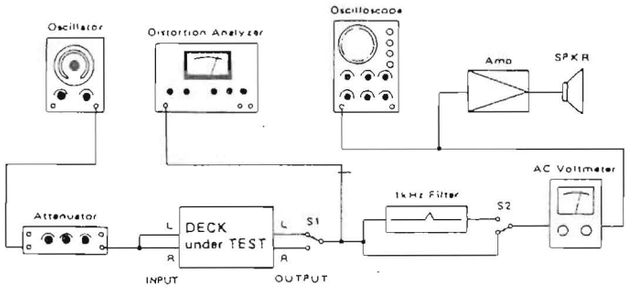
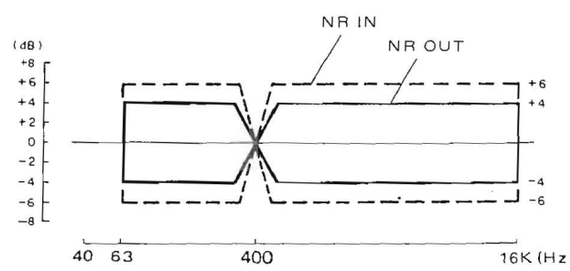

Fig. 6-8 Basic Test Setup
Fig. 6-12 Overall Frequency Response
| 4. Minimum INPUT level最小入力レベル | Connection (接続) : Fig. 6-8INPUT cont. : Max. | INPUT (Rear, RCA)400 Hz／−18 dBV(126 mV) | Check | OUTPUT (RCA pin jack) :−10 dBV±3 dB (224 m ~ 447 mV) |
| 11. Front input | Connection (接続) : Fig. 6-8REC／PAUSE mode | INPUT (Front, RCA) :400 Hz／−10 dBV(316 mV) | Check | OUTPUT (RCA pin jack) :−10 dBV±1 dB (0.355 V ~ 0.282 V) |
| 12. Bias-1バイアス-1 | Connection (接続) : Fig. 6-8 | INPUT (REAR, RCA)400 Hz, 10 kHz/−40 dBV (10.0 mV) | R101/R201(Fig. 6-1) | OUTPUT (RCA pin jack) :Equal output level (record then Reproduce) between for 400 Hz and 10 kHz.400 Hz と 10 kHz の録再出力が等しくなること。 |
| 14. Rec bias録音バイアス | Connection (接続) : Fig. 6-8 | INPUT (REAR, RCA)6.3 kHz/−40 dBV(10.0 mV)Adjusting point :Fig. 6-1 | Turn bias adjust pot (s) CCW and adjust the pot CW carefully. Set the pot at position which develops a value shown below after rec/repro output passes a peak level.調整するボリュームを一旦左に回しておいてから徐々に右に回す。録再出力がピークを過ぎて下記のレベルだけ下がる点にセットする。 | |
| 15. Rec level-1録音レベル-1 | Connection (接続) : Fig. 6-8Test tape :MTT-5511 NORMAL | INPUT (REAR, RCA)400 Hz/−10 dBV(316 mV)Adjusting point :Fig. 6-1 | R107/R207 | OUTPUT (RCA pin jack) :−10 dBV (316 mV) |
| 16. Rec EQ録音イコライザ | Connection (接続) : Fig. 6-8Test tape :MTT-5511 NORMAL | INPUT (REAR, RCA)400 Hz, 10 kHz/−10 dBV (316 mV)Adjusting point :Fig. 6-1 | R104/R204 | OUTPUT (RCA pin jack) :Adjust to obtain same output level at 10kHz and 400Hz.10 kHz 出力が 400 Hz 出力と同じになるよう調整する。 |
| 18. Rec level-2録音レベル-2 | Connection (接続) : Fig. 6-8Test tapes : same item 15. | INPUT (REAR, RCA)400 Hz/−10 dBV(316 mV) | Check | OUTPUT (RCA pin jack) :All tapes. DOLBY NR IN/OUT−12 dBV to −8 dBV(251 mV to 398 mV) |
| 19. Total harmonic distortion総合歪率 | Connection (接続) : Fig. 6-8Test tapes : same as aboveDOLBY NR : OUT | INPUT (REAR, RCA)400 Hz/−10 dBV(316 mV) | Check | OUTPUT (RCA pin jack) :2.0% or less for all tapes.各テープで2.0%以下 |
| 20. Overall frequency録再周波数特性 | Connection (接続) : Fig. 6-8DOLBY NR : OUT and IN | INPUT (REAR, RCA)400 Hz~16 kHz/−40 dBV (10.0 mV) | Check | OUTPUT (RCA pin jack) :Specification : Fig. 6-12 |
| 21. Bias leakageバイアス漏れ | Connection (接続) : Fig. 6-8 | No signal無信号 | U104/U204(Fig. 6-2) | OUTPUT (RCA pin jack) :Minimum bias leakageバイアス漏れ最小Spec. : −40 dBV (10.0 mV) or less |
| | Connection (接続) : Fig. 6-8OSC switch : OFFDOLBY NR : OUTTest tapes :same as item 16 | INPUT (REAR, RCA)400 Hz~16 kHz/−40 dBV (10.0 mV) | Check | OUTPUT (RCA pin jack) :Specification : Fig. 6-12 |
| 23. Overall S/N ratio総合S/N | Connection (接続) : Fig. 6-8DOLBY NR : OUTTest tapes :same as item 16 | No signal無信号 | Check | OUTPUT (RCA pin jack) :NORMAL : 41 dB minCrO2 : 42 dB minMETAL : 42 dB minReference level 基準レベル :400 Hz/−10 dBV (316 mV) |